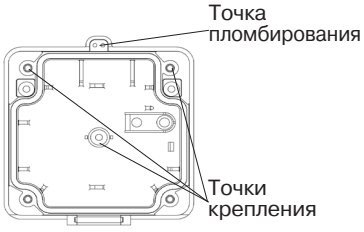

Рисунок 51
2.5.12.2 Конструкцией предусмотрена возможность пломбирования крышки извещателя (см. рисунок 51).